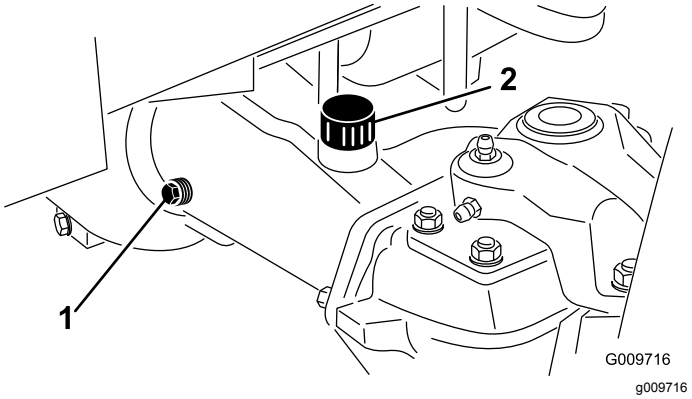

Rysunek 46
2. Odkręć korek kontrolny z jednego końca osi (Rysunek 46) i upewnij się, że olej sięga dolnej części otworu. Jeżeli poziom jest niski, odkręć korek wlewu (Rysunek 46) i dolej tyle oleju, aby poziom sięgał dolnej części otworów korków kontrolnych.